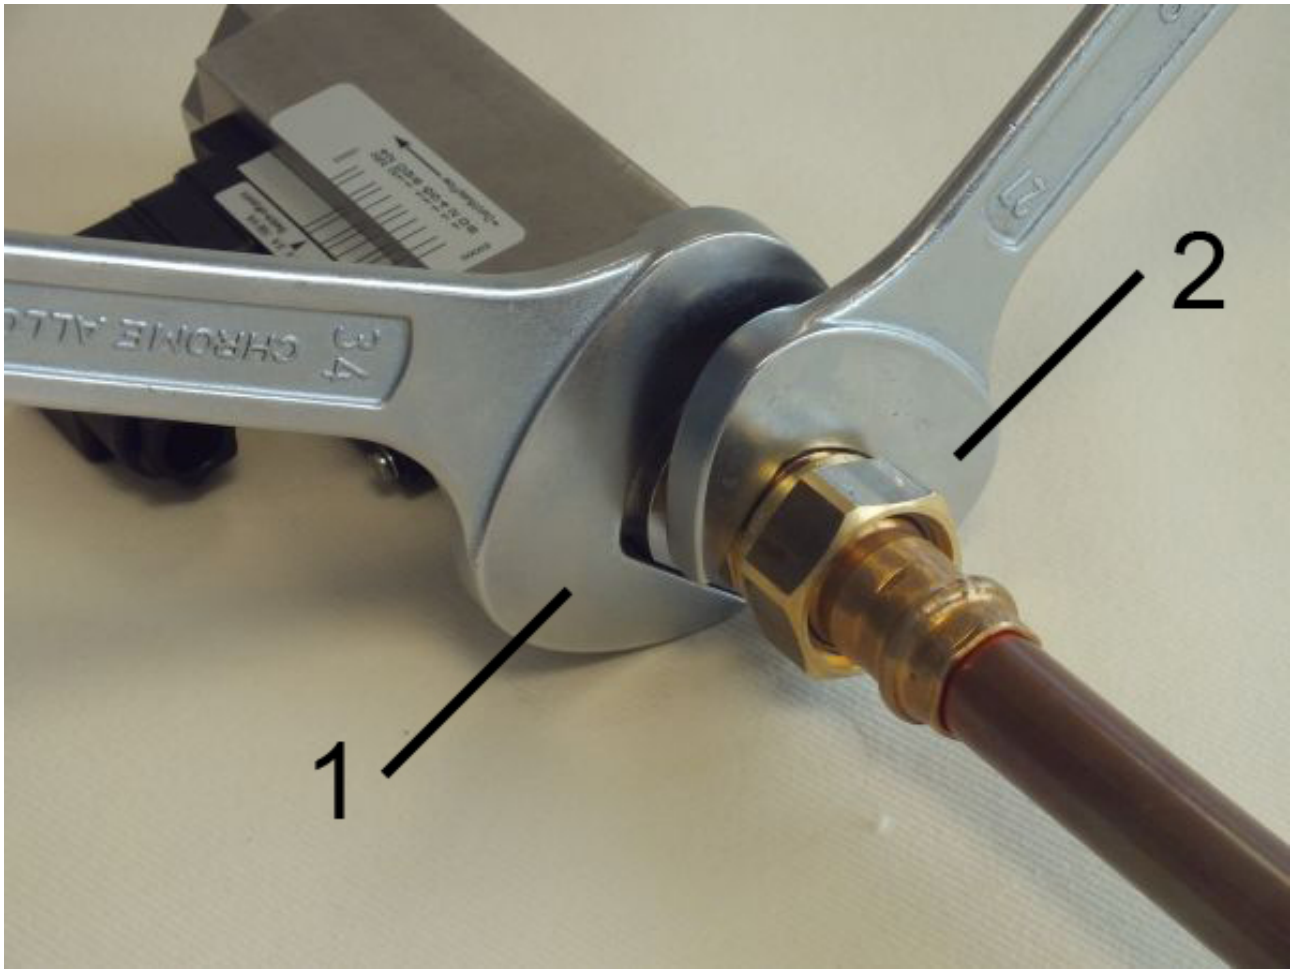

Fig. 12: Screw in the device
2. Fasten the adapter union of the pipeline with an appropriate spanner (*Fig. 12*/2). When doing so, lock the process connector in place to prevent slip, using a suitable spanner(*Fig. 12*/1).